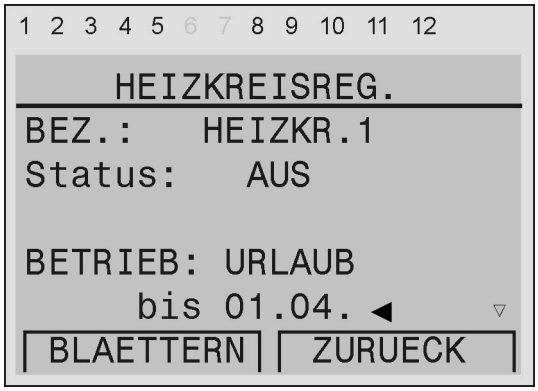

Bild 26: Anzeigenansicht zur Einstellung des Wiederbeginns des Automatikmodus (Ausschnitt aus Bild 23 mit Betriebsmodus „Urlaub“).
e) Im Betriebsmodus „URLAUB“ wird solange der Absenkbetrieb geschaltet, bis das angegebene Datum erreicht ist. In der folgenden Zeile „bis 01.04.“ muss dann eingegeben werden, ab wann wieder der Automatikbetrieb gelten soll (s. Bild 26).
f) Im Betriebsmodus „FEIERTAG“ wird der Tag der Eingabe wie ein Samstag behandelt, d. h. es gelten die Heizzeiten für Samstag. Alle darauf folgenden Tage werden wie ein Sonntag behandelt, solange, bis das angegebene Datum erreicht ist. In der folgenden Zeile „bis 01.04.“ muss dann eingegeben werden, ab welchem Datum, 0:00 Uhr, wieder der Automatikbetrieb gelten soll (vgl. Bild 26).